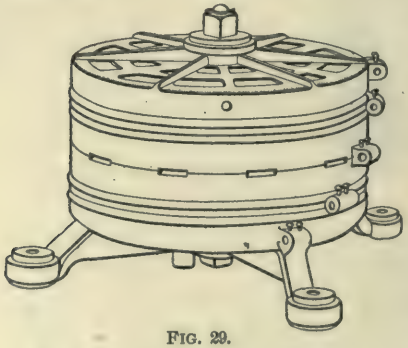

FIG. 29.
**29.** Fig. 29 shows the starting coil made by the Johnson Company. This coil is made on the same principle as that of the Walker and Westinghouse companies—of band iron—but, like the General-Electric Company's coil, it is insulated with asbestos ribbon. The four feet are provided with insulating bushings to insulate the bolts from the iron frame, which is always alive. The coil is bolted to the under side of the car.